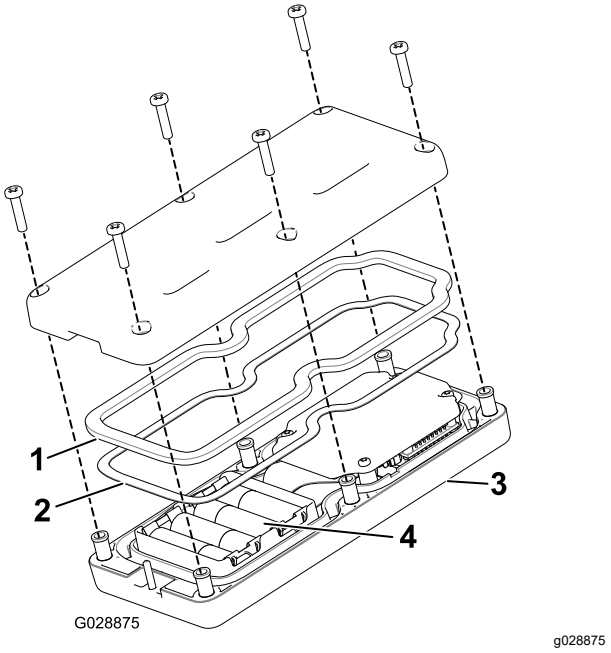

Figuur 13
2. Let op de polariteit van de batterijen terwijl u de nieuwe plaatst. (Als de batterijen onjuist worden geplaatst, raakt de eenheid niet beschadigd, maar ze zal niet meer functioneren). Op het draagtoestel staat de polariteit van de contacten aangegeven (Figuur 13).
3. Zorg ervoor dat de stalen pakking en de rubberen afdichting in de groef in de afstandsbediening zitten en plaats het achterdeksel op zijn plaats (Figuur 13).
4. Bevestig het deksel met 6 schroeven (Figuur 13) en draai deze vast met een torsie van 1,5 tot 1,7 N·m.